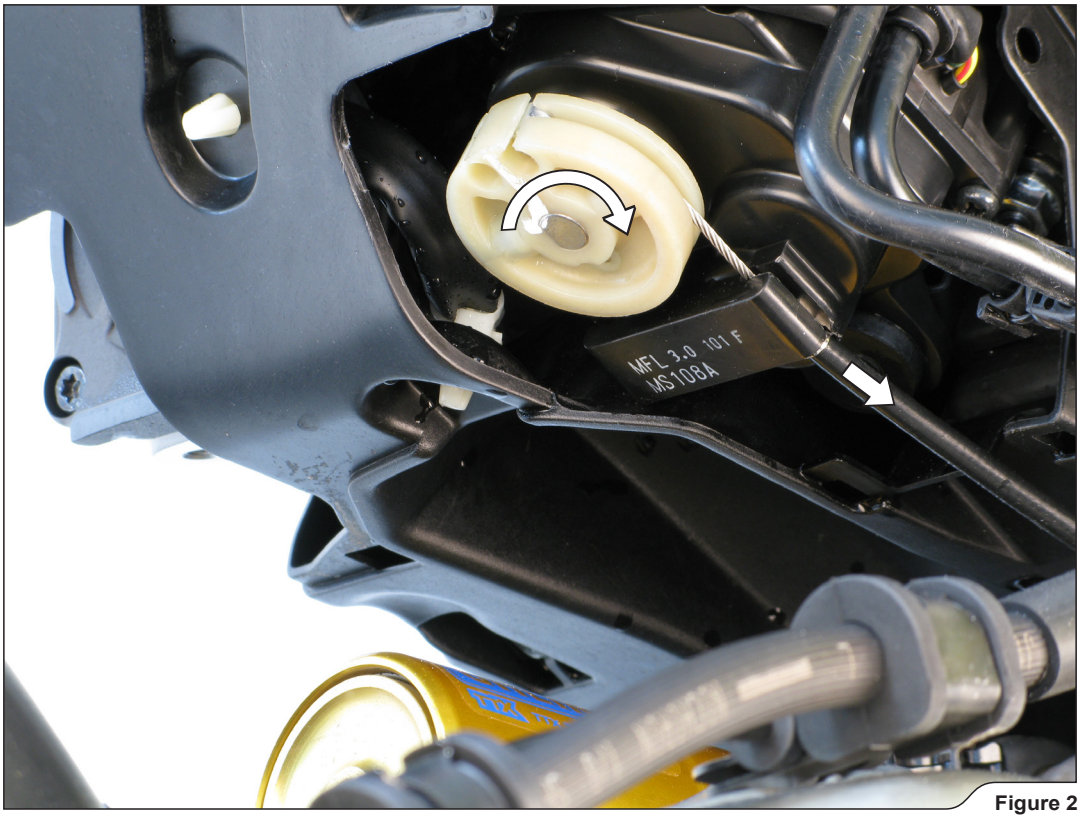

Figure 2
3. Slightly rotate the servo motor in the marked direction and remove the cable off the servo motor **(Figure 2).**